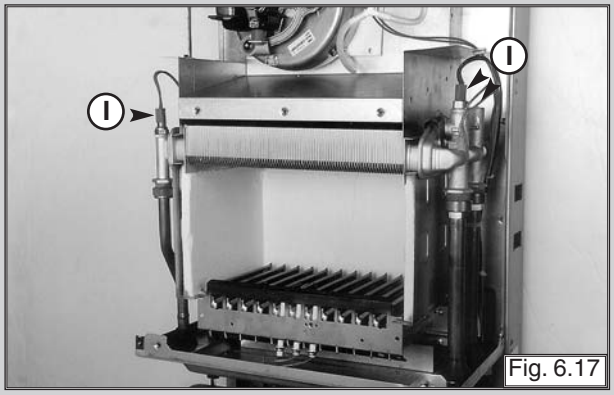

Fig. 6.17
2. Remove the overheat thermostat sensor, D.H.W. sensor and heating sensor "I" (FIG. 6.17);